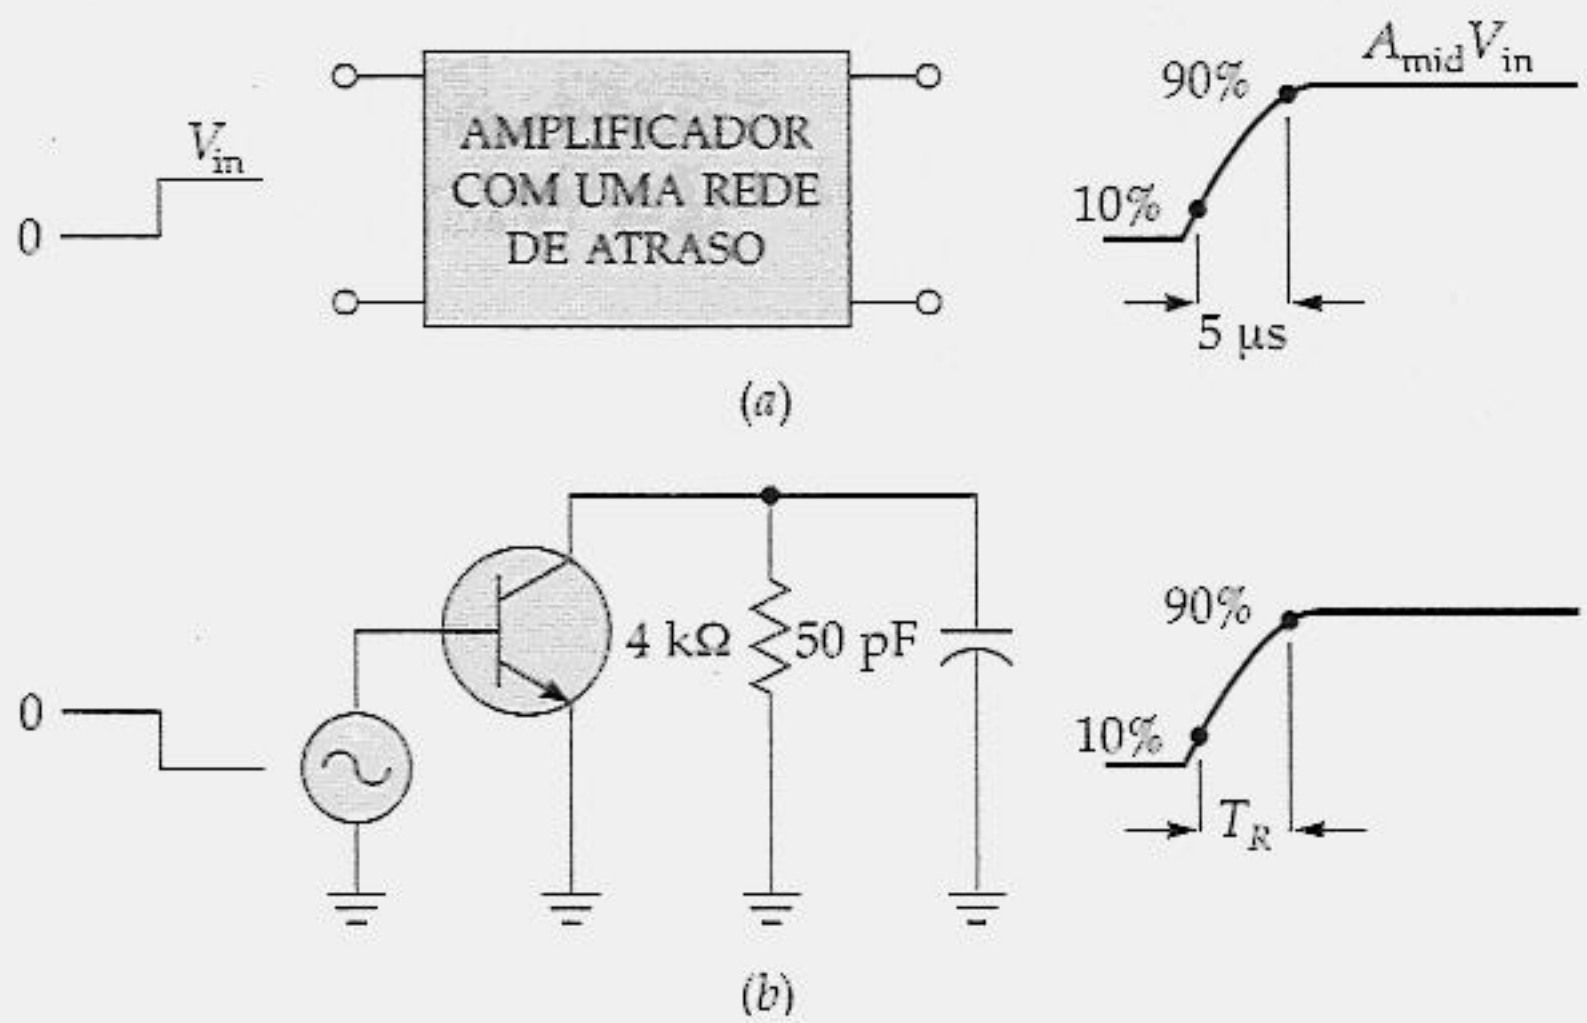

Figura 16.42
16.44 O amplificador da Figura 16.42*a* possui um ganho de tensão na banda média de 100. Se V_{in} for igual a 20 mV, qual seria a tensão de saída no ponto de 90%? Qual a freqüência de corte superior do amplificador?
16.45 O degrau negativo de tensão na entrada produz uma tensão de saída positiva no circuito equivalente *ca* da Figura 16.42*b*. Qual o tempo de subida que a forma de onda de saída tem?